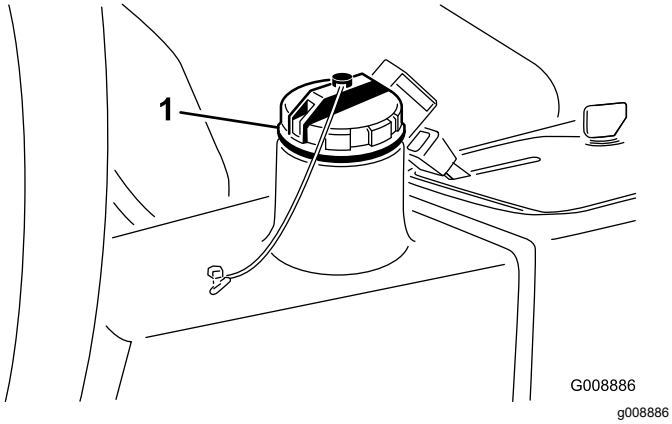

Figur 76
2. Rengør området omkring påfyldningsstudsen og hydrauliktankens dæksel (Figur 76).